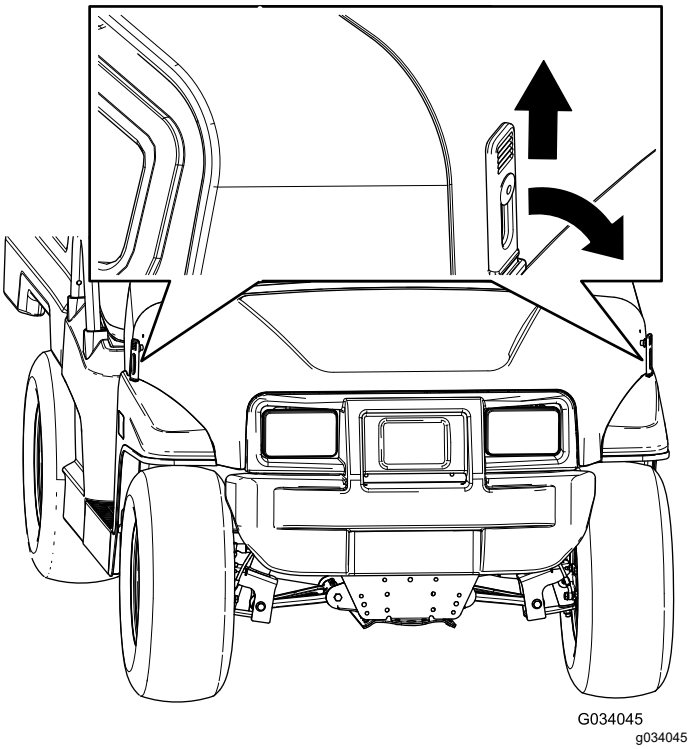

Figur 23
1. Løft opp håndtakene på gummilåsene på hver side av panseret (Figur 23).
2. Sikre panseret ved å innrette gummilåsene på låsefestene på hver side av panseret (Figur 23).